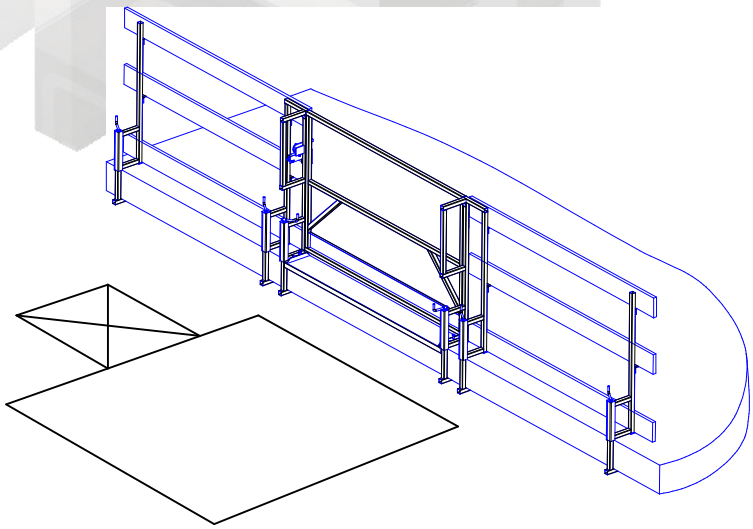

Рис.17[4] – Схема установки ограждения доступа к погрузочной площадке (на этаже), крепление за перекрытие
- безопасное расстояние *A* (см.рис.17[3]) между боковой стенкой погрузочной площадки вверху двери и любой подвижной частью подъемника при обычном режиме работы составляет не менее 0,85 м или не менее 0,5 м, если номинальная скорость составляет не более 0,7 м/с. Безопасное расстояние *B* (см.17[3]) между стенкой рабочей зоны вверху двери и любой подвижной частью подъемника при обычном режиме работы составляет не менее 0,75 м или не менее 0,4